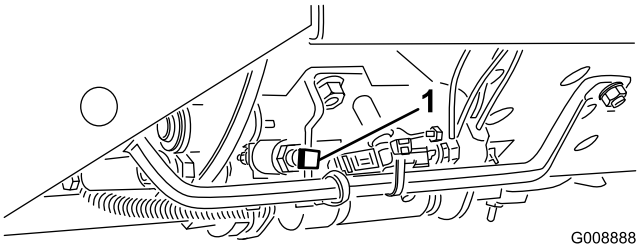

Figur 16
**Viktigt: Klipphastigheten ställs in på fabriken till 9,7 km/tim. Den kan höjas eller sänkas genom att anslagsskruven justeras (Figur 16).**